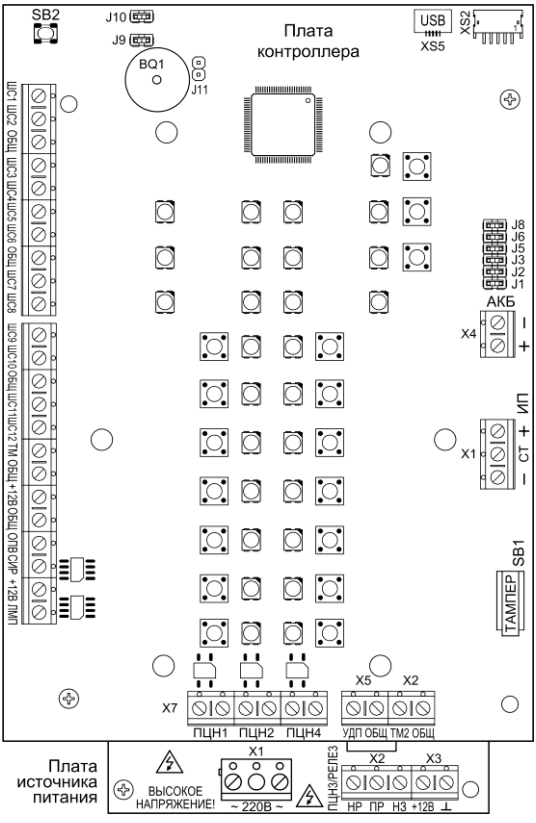

Рис.1 Плата контроллера Гранит-12А GSM (вид со снятой панелью индикации и управления) и плата источника питания (видимая часть)
Прибор состоит из корпуса и съёмной крышки. В корпусе расположены плата контроллера, плата источника питания (рис.1) и коммуникатор (п.10). На плате контроллера установлена панель индикации и управления (рис.2).
3.1 На плате контроллера (рис.1) расположены следующие элементы:
3.3 На плате источника питания (рис.1) расположены следующие элементы: